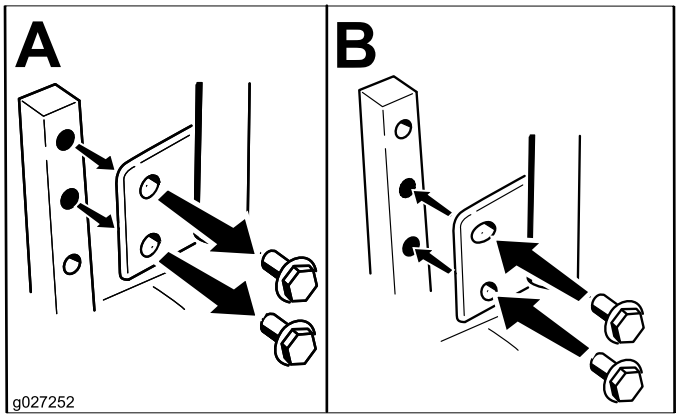

Figuur 23
De rijhendels kunnen hoger of lager worden gesteld volgens de wensen van de bestuurder (Figuur 23).
2. Draai de onderste bout los totdat u de rijhendel naar voren of naar achteren kunt bewegen (Figuur 23). Draai de moeren aan om de rijhendel vast te zetten in de nieuwe stand.